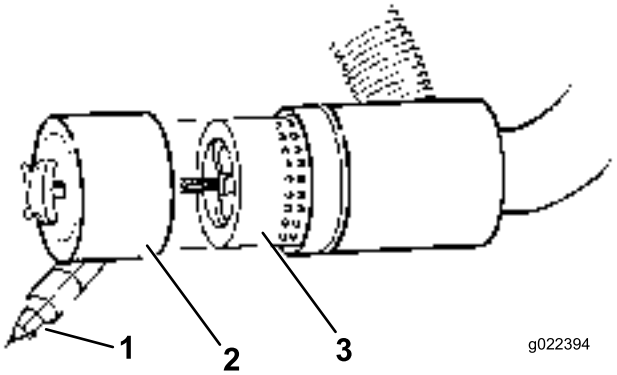

**Figuur 40**
3. Verwijder en vervang het filter (Figuur 40).